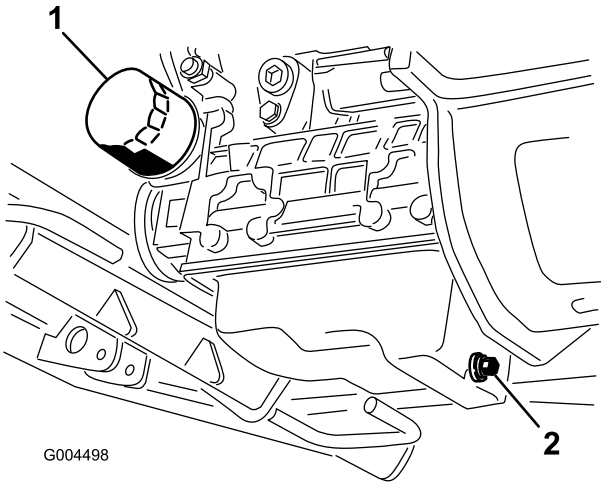

Figur 41
3. Stil en dræningsbakke under oliesumpen og på linje med aftapningsproppen (Figur 41).
6. Afmonter og udskift oliefilteret (Figur 41).